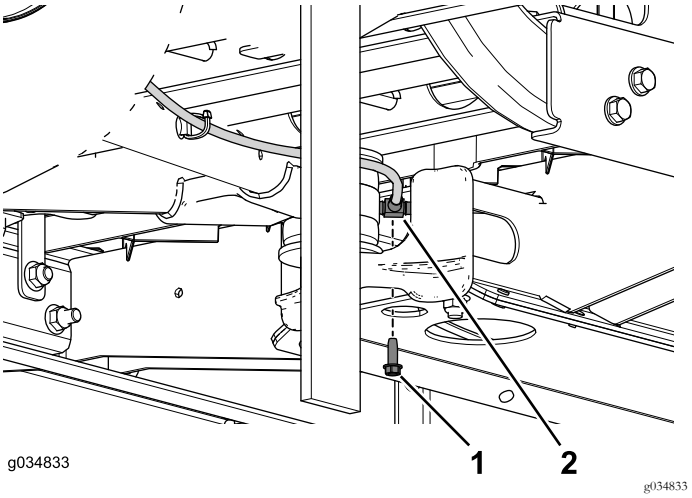

Figuur 18
5. Verwijder de zelftappende schroef waarmee de T-fitting aan het middelste kanaal is bevestigd (Figuur 18).